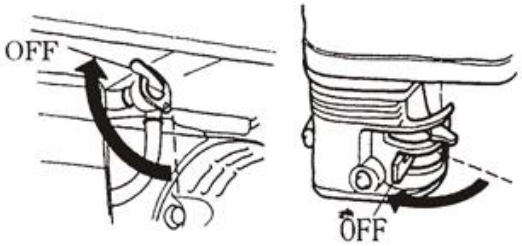

Рис. 36
6.3 Встановіть паливний кран в положення “OFF” (Рис. 36).